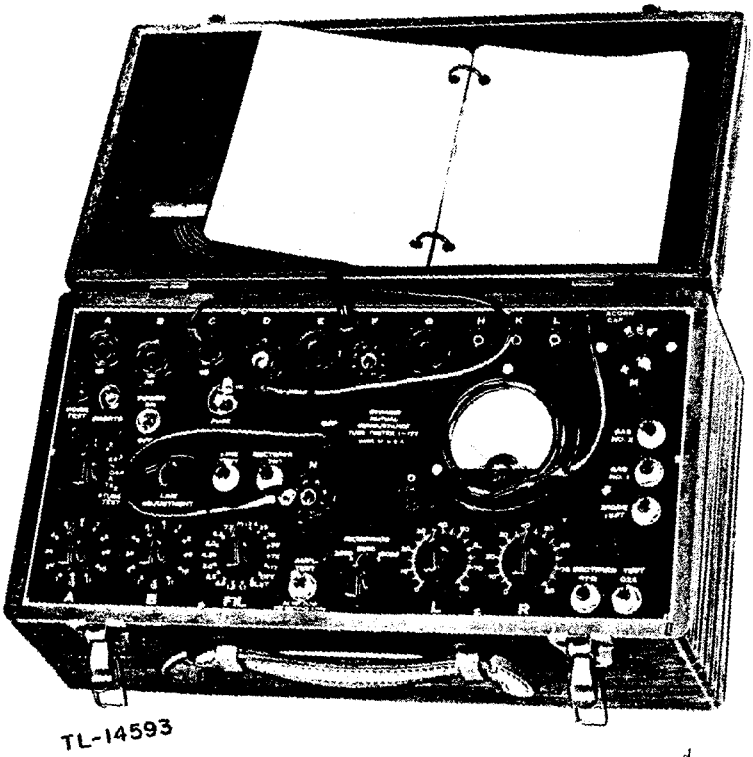

Figure 1. Tube Tester 1-177 with cover raised.
2. TUBE TESTER I-177 (fig. 1).